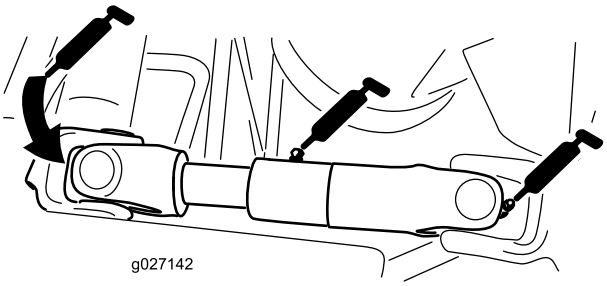

Figur 43
- Pumpens drivaksels U-samling (3) (Figur 43)